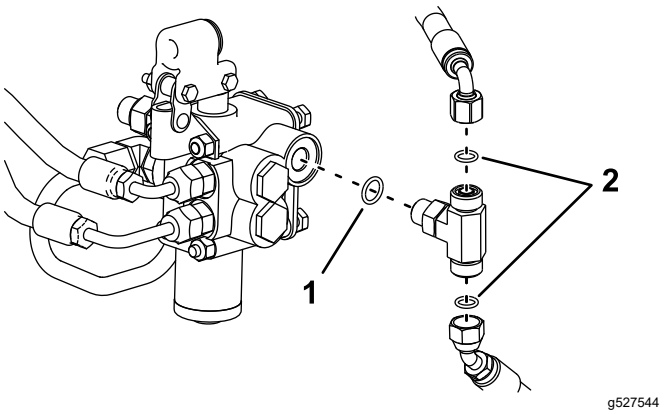

Figura 7
F. Substitua os anéis de retenção na união em T com os anéis de retenção, conforme mostrado na Figura 7.